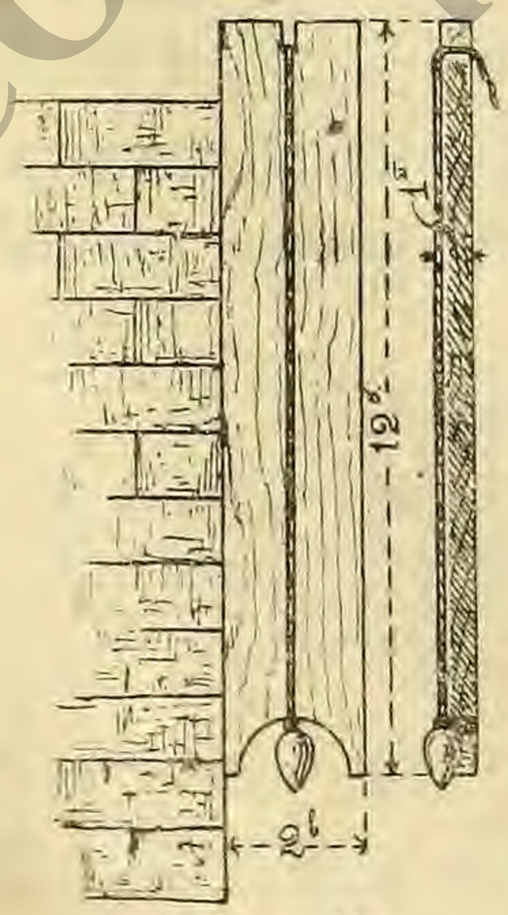

Рис. 542.
2) Чтобы проверять, вертикальна ли возводимая стена, употребляют *отвес* (рис. 542), который состоит из доски, длиною вершков 12, шириною $2 — 2^1/_2$ вершка, выстроганной правильно с параллельными кромками. По средине доски проведена черта, параллельно кромкам. Сверху закреплен шнурок, на конце которого висит свинцовый грузик. Прикладывая отвес к возводимой стене, узнают, правильно ли она возводится. Когда надо проверить более значительную часть стены, то к ней сначала прикладывают правило, а уже к нему отвесную доску *А* (рис. 526).